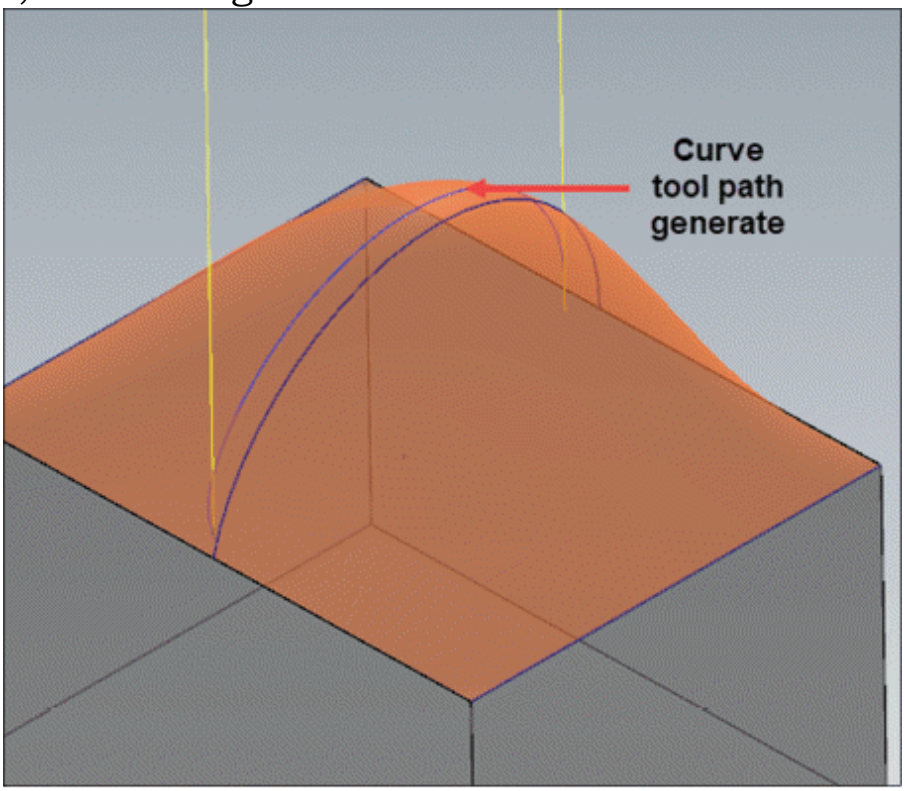

Figure-5. Curve toolpath generated
- Set the other parameters as desired and click on the **OK** button to generate the toolpath. The curve toolpaths will be created; refer to Figure-5.